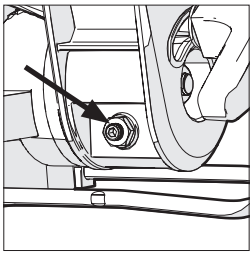

Rys. 10
- Należy poluzować nakrętkę blokującą śruby regulacji kąta skosu za pomocą klucza płaskiego 10 mm i klucza imbusowego 3 mm (nie załączone) **(Rys. 10)**.